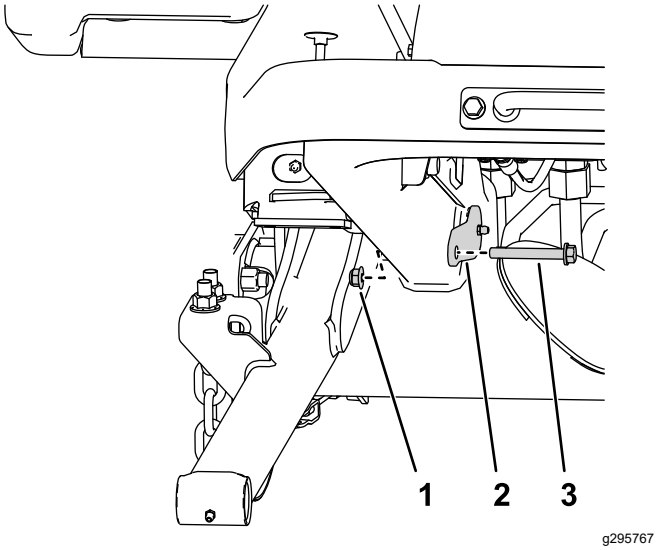

Figuur 7
4. Gebruik 2 moeren (⅜") en 2 bouten (⅜" x 2¾") om de grote pennen aan het frame te bevestigen (Figuur 7).